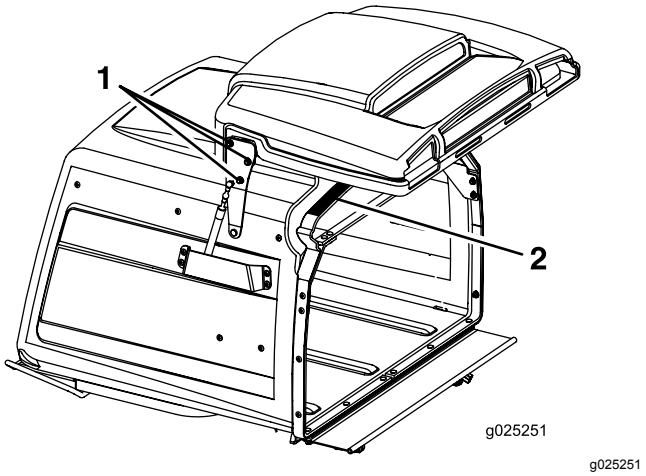

Figuur 68
3. Maak de zes moeren van de scharnieren van het deksel los (Figuur 68).
4. Open het deksel en plaats een rubberen strip (9,5 mm) of slang van (diameter 9,5 mm) tussen de hopper en het deksel van de hopper (Figuur 68).